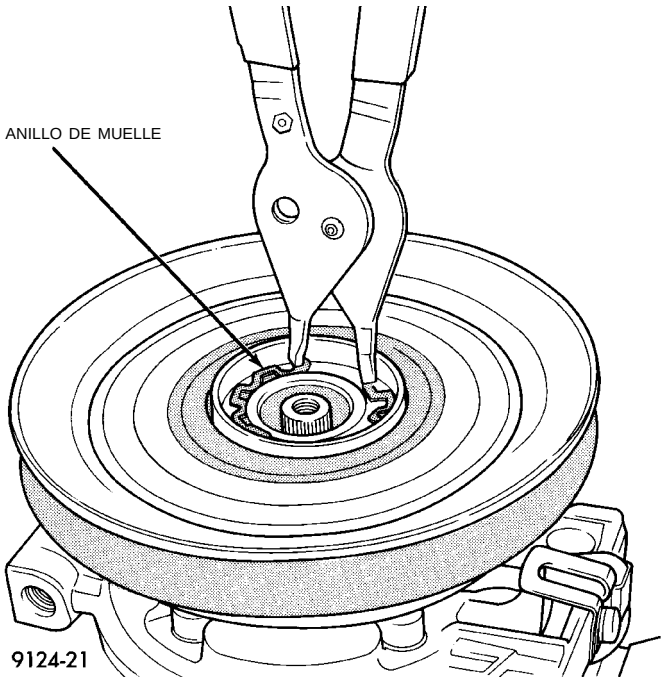

Fig. 25 Desmontaje del anillo de muelle de la polea
(3) Retire el anillo de muelle de retención de la polea con alicates para estos anillos. Retire el conjunto de la polea del compresor. (Fig. 25).